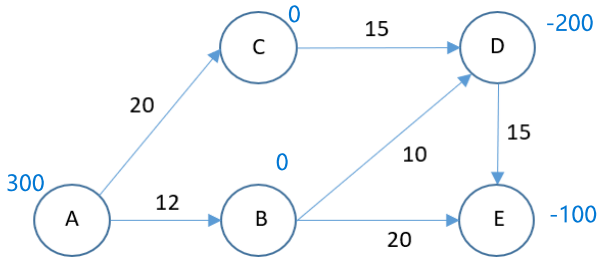

Figure 2c: Distribution Network
**Q8c.** A distributor ships a new product from a warehouse at Node A. Customers are located at Nodes D & E. The distribution network for shipping the product is shown in Figure 2c where the values on the arcs represent unit shipping costs. The manufacturer wants to determine the lowest cost shipping plan by formulating a Linear Programming (LP) model to solve the Minimum Cost Flow problem.
**Q8c(i).** How many decision variables will the LP model contain for the Minimum Cost Flow model in Figure 2c?